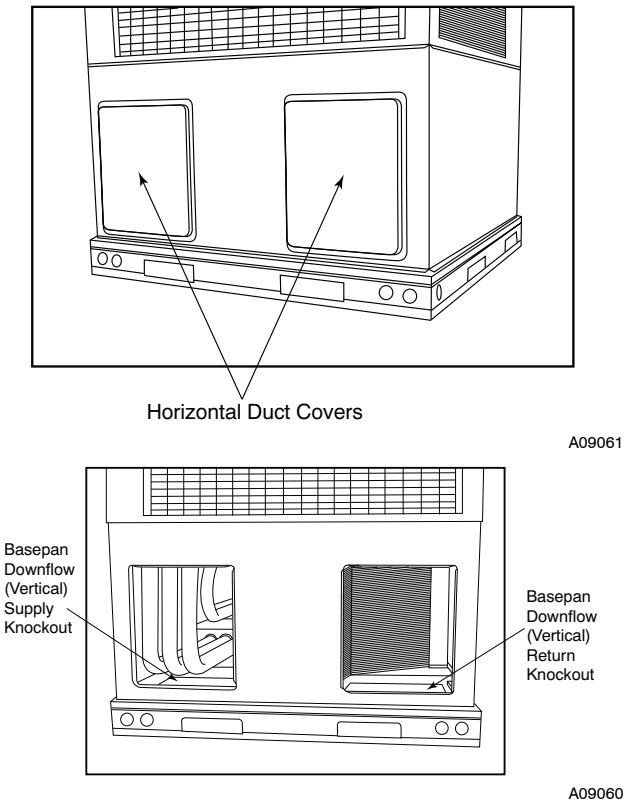

Fig. 8 - Supply and Return Duct Opening
2. Remove horizontal (metal) duct covers to access vertical (downflow) discharge duct knockouts in unit basepan. (See Fig. 8.)
2. Remove horizontal (metal) ductcovers to access vertical (downflow) discharge duct knockouts in unit basepan. (See Fig. 8.)